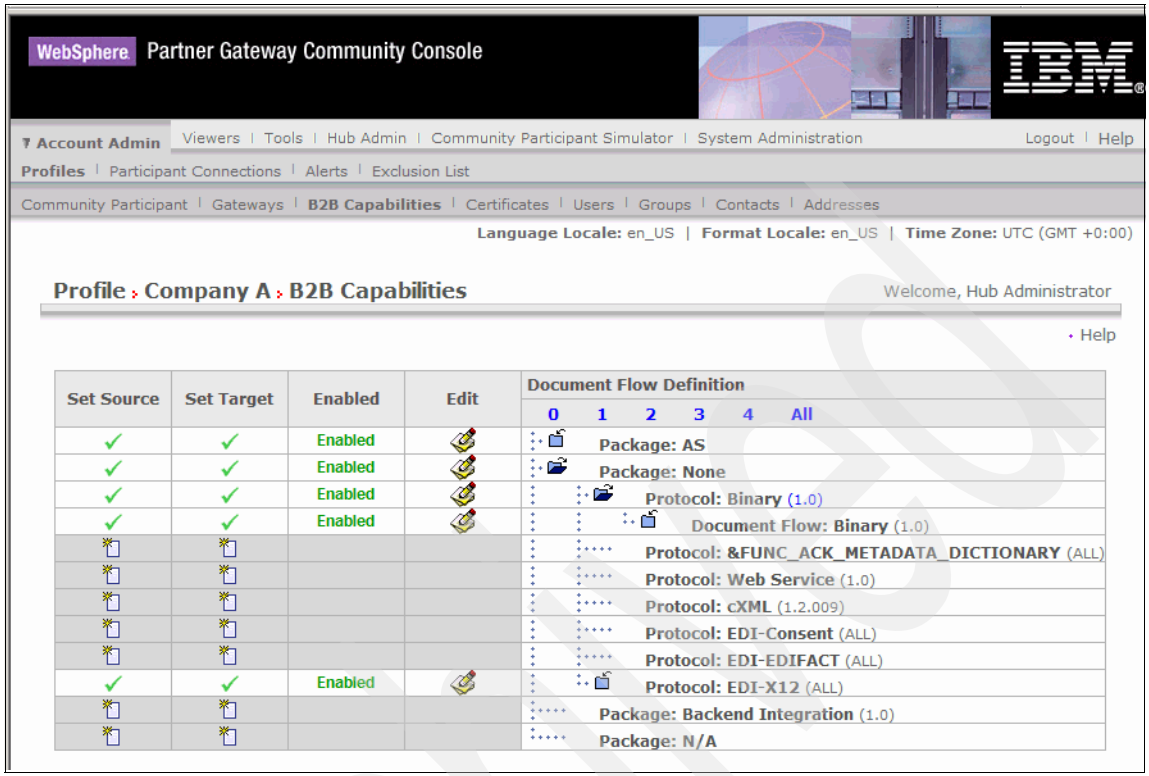

Figure 12-12 Updating the B2B capabilities of Company A
4. In the B2B Capabilities window (Figure 12-12 on page 355), enable the None/Binary/Binary for source and target. Figure 12-12 on page 355 shows the B2B capabilities of Company A.